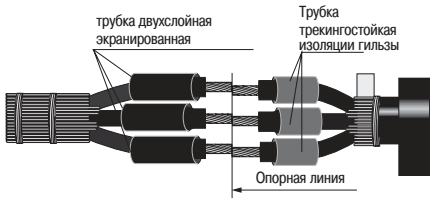

Рисунок 5
4.11 Н жилы короткой р зделки к беля н деть трубки трекингостойкие кр сного цвет , н жилы более длинной р зделки к беля н деть трубки двухслойные экр ниров нные чёрно-кр сного цвет и сдвинуть их к корешк м р зделок (рисунок 5).